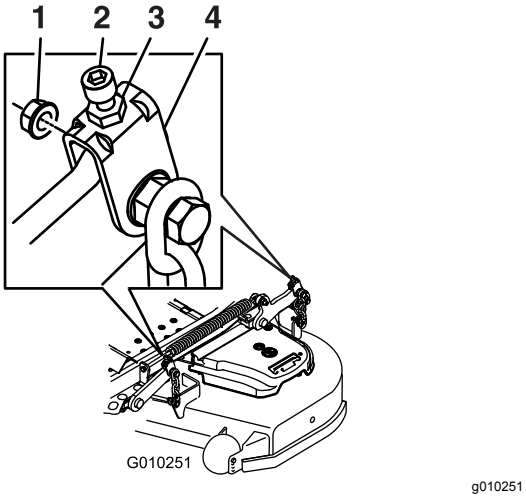

Figuur 95
11. Voor maaidekken afgebeeld in Figuur 95, kunt u de stelmoer op de hefinrichting van het voorste maaidek draaien om deze nog nauwkeuriger in te stellen (Figuur 95).
17. Stel de stelschroef fijn af door ze te draaien om een hoogte te verkrijgen van 83 mm (Figuur 95).